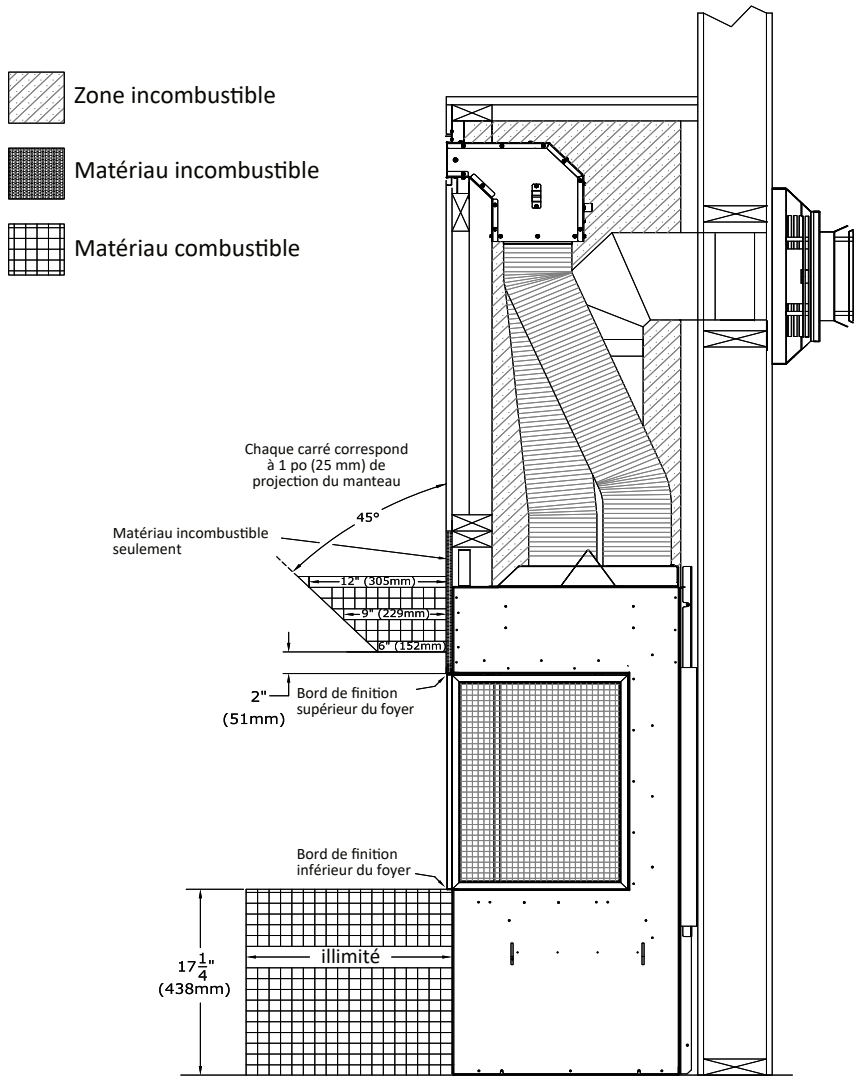

Figure 2.14 - Projections du manteau et de l'extension d'âtre
- **Projection du manteau combustible:** Comme la Figure 2.14 l'indique, un manteau ayant 6 po (152 mm) de projection maximum peut commencer à 2 po (51 mm) au-dessus des bords de finition supérieurs situés à l'avant et au coté du foyer. La projection du manteau peut augmenter de 1 po (25 mm) pour chaque pouce (25 mm) de hauteur additionnelle, à partir d'un manteau de 6 po (152 mm).
- **Extension d'âtre combustible:** Une extension d'âtre combustible peut avoir une projection illimitée et peut être surélevée jusqu'au bord de finition inférieur du foyer. Voir la Figure 2.14.